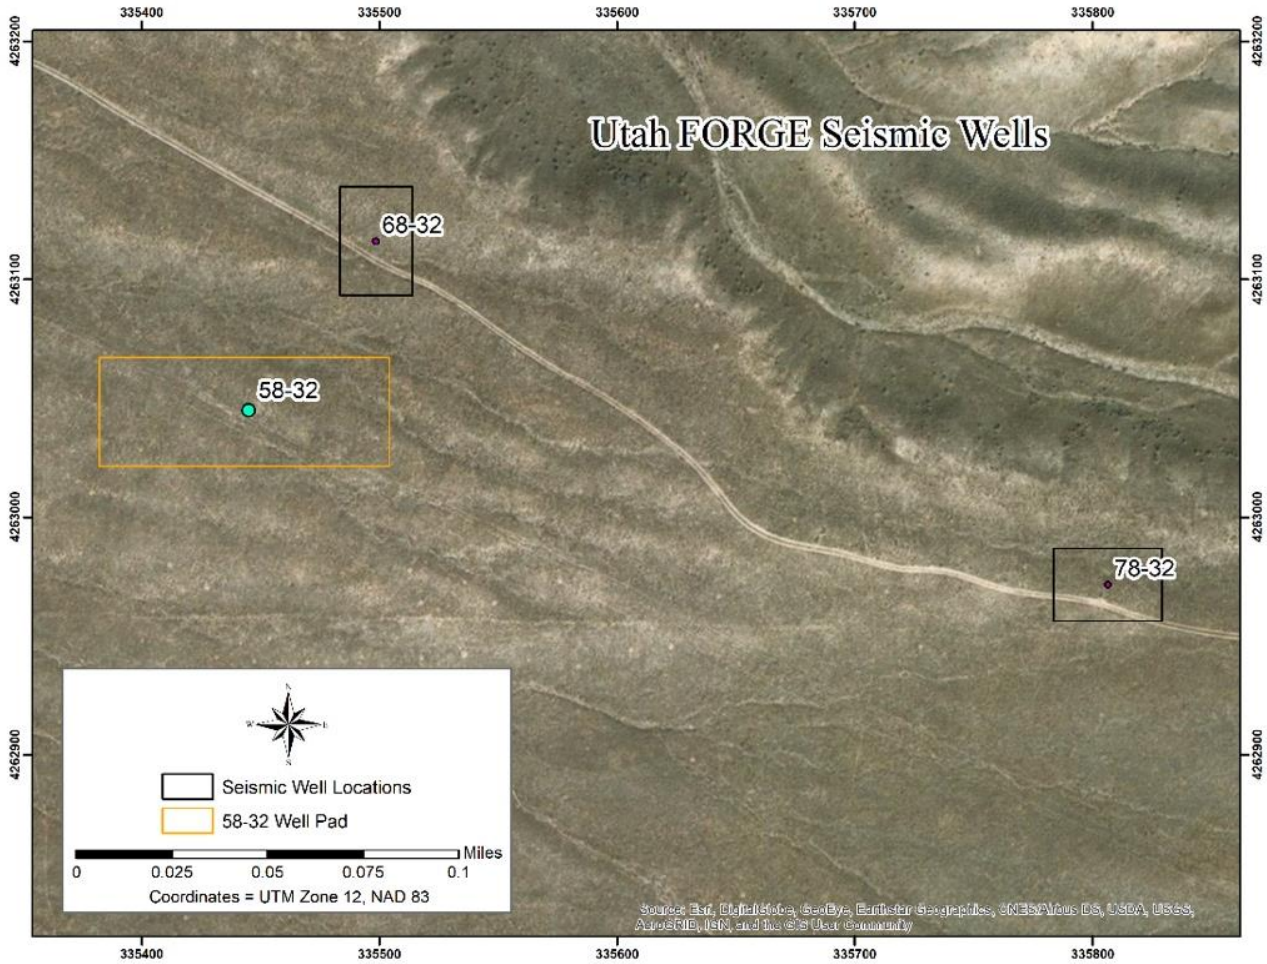

Figure 1: Drilling locations, well 68-32 and well 78-32
- The shallow monitoring hole (68-32) was drilled towards the western portion of the FORGE footprint (Figure 1)